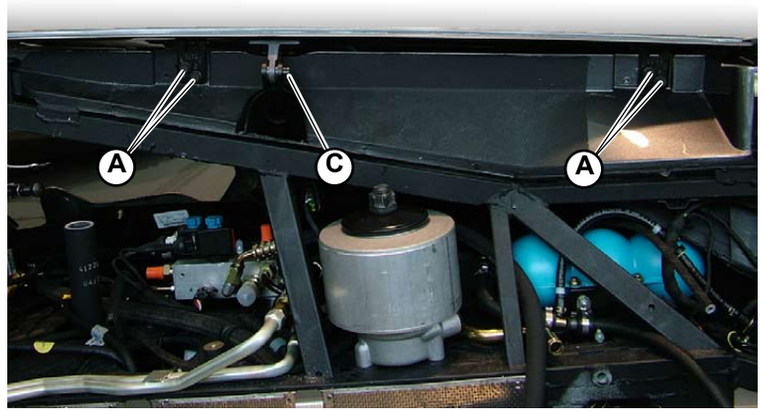
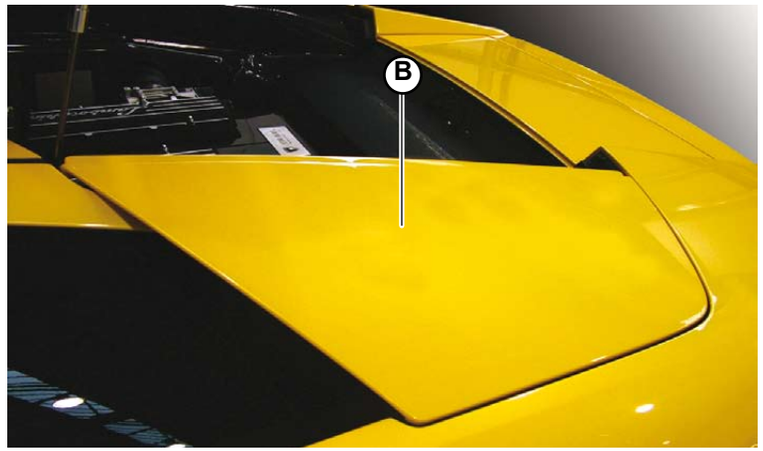

Fig.1
Fig.2
1. Open the engine hood and unscrew the screws (**A-Fig.1**) securing the hinges of the VACS side spoilers (**B-Fig.2**).
2. Extract the journal (**C-Fig.1**).